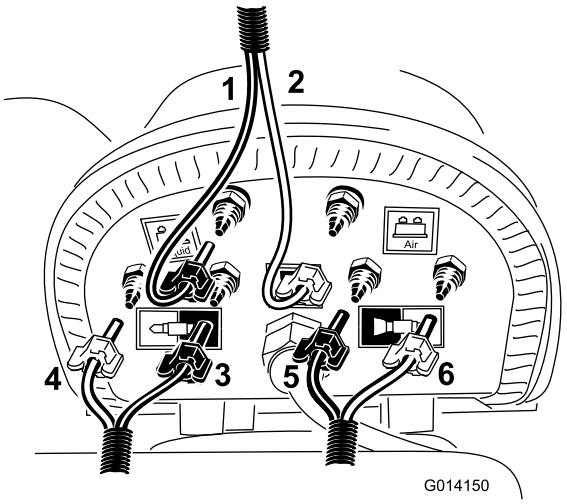

Figur 16
C. Montera de blå och genomskinliga slangarna på motsvarande övre gängade slangnipplar på kompressorn (Figur 16).
F. Leta reda på den skumslang som går till den vänstra rampen och montera de blå och vita slangarna enligt Figur 16.
G. Leta reda på den skumslang som går till den högra rampen och montera de blå och vita slangarna enligt Figur 16.